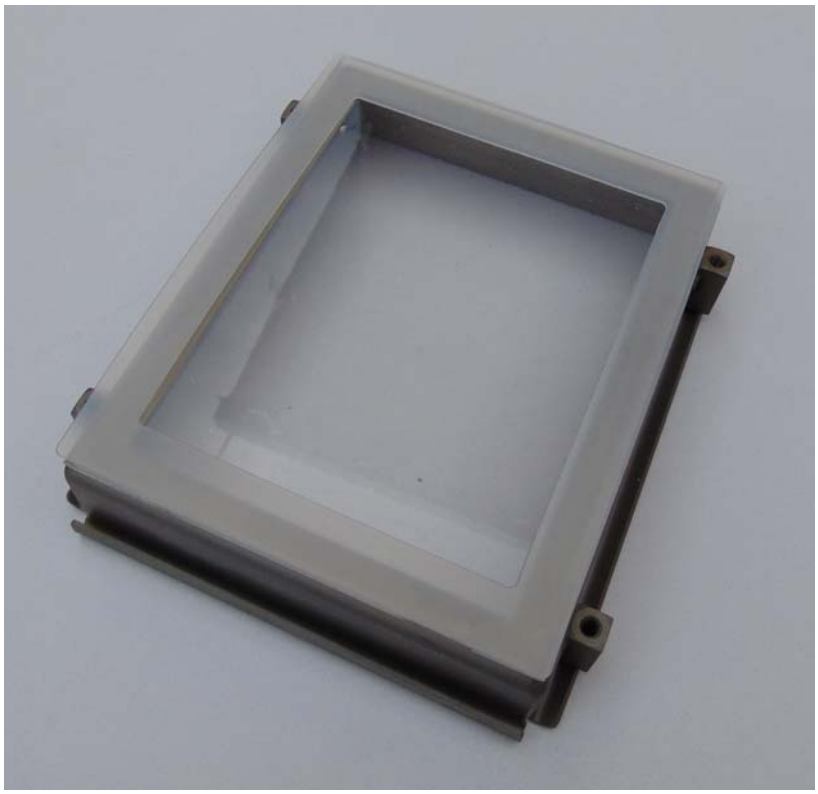

Fig. 7 – Step 2: Overlap gasket
2) **Lay the gasket of polyethylene on the base of Glass**, doing so to center it relative to the base (see Fig. 7)